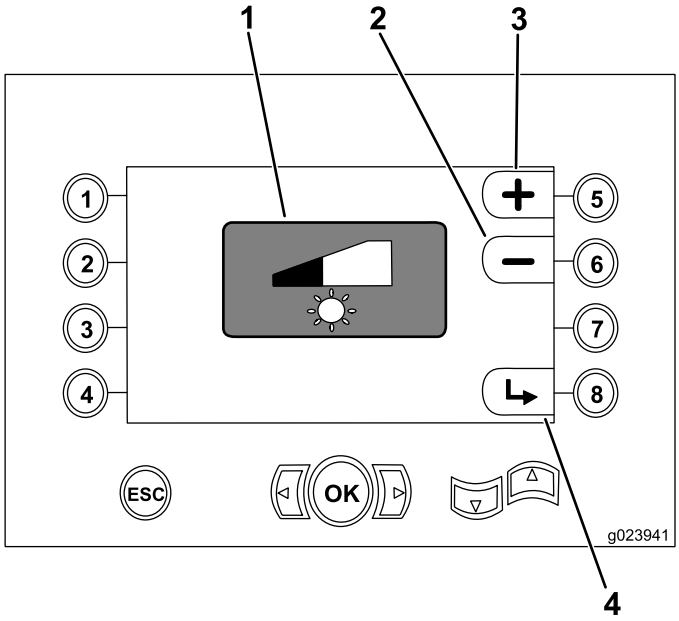

Bild 38
- Taste 5: Erhöhen der Displayhelligkeit (Bild 38)
- Taste 6: Verringern der Displayhelligkeit (Bild 38)